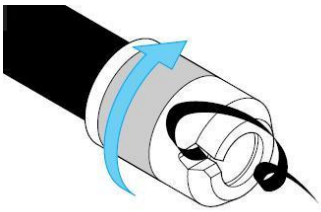

Figure 1
1. Chanfreiner le tube PE avec le manchon à chanfreiner n° 6000 ou un produit équivalent (voir fig. 1)